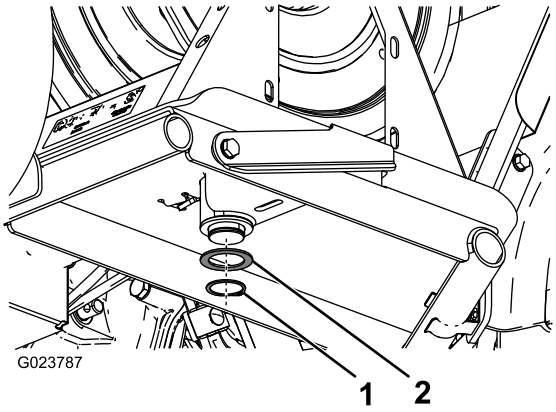

Figura 10
4. Sulla parte inferiore del supporto per avvolgitubo, fissare la rondella di spinta e l’anello elastico sul perno della piastra girevole (Figura 10).